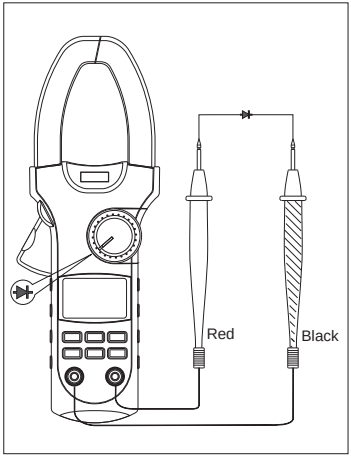

Figure 5
**C. Testing Diodes** (see figure 5)